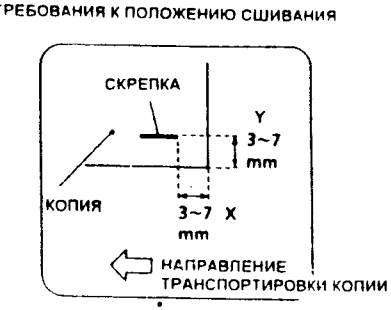

Рис. 2
2. (Рис. 2): Проверьте, что положение сшивания в направлениях X и Y соответствует техническим требованиям.